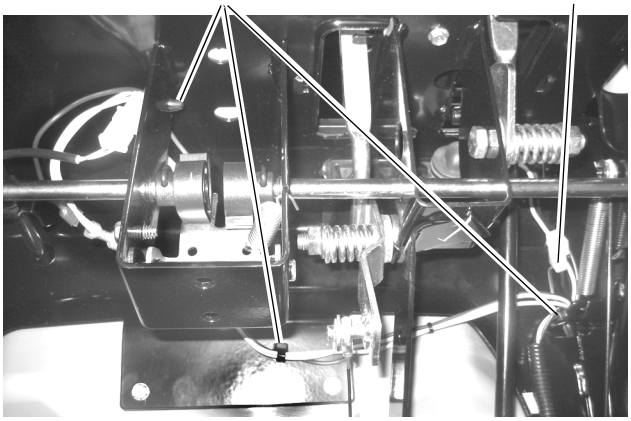

Figure 13
1. Connect headlight and insert cable harness push pins into mounts under the control panel. See Figure 13.